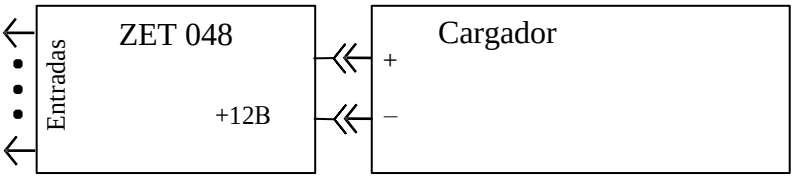

Imagen 1.9 – Conexión del cargador al registrador ZET 048-E
1.6.2.6.2 Carga de las baterías internas del registrador de la versión ZET 048-E se realiza a través de los puertos «+» y «–» en el panel de control del registrador. Para activar la carga de las baterías es necesario conectar el cargador a los puertos «+» y «–» (Imagen 1.9) y hacer clic en «Cargar».